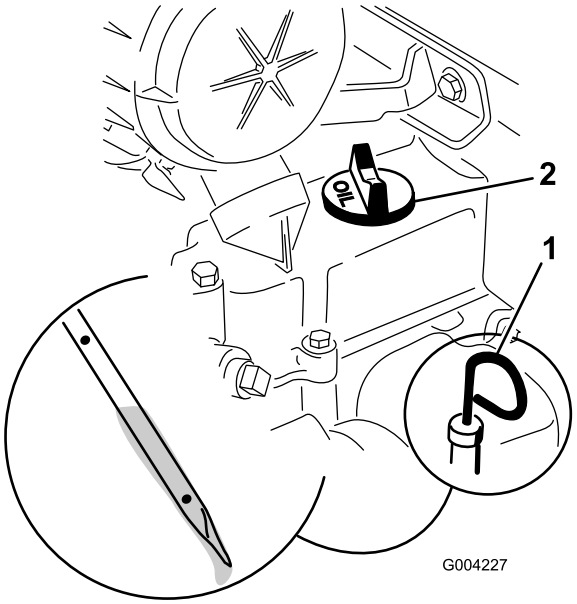

Rysunek 17
4. Wyczyść obszar wokół wskaźnika poziomu oleju (Rysunek 17).
5. Wyjmij wskaźnik poziomu oleju i wytrzyj metalową końcówkę (Rysunek 17).
6. Wsuń wskaźnik poziomu oleju do rurki wskaźnika (Rysunek 17).
8. Jeśli poziom oleju jest niski (poniżej dolnego otworu), oczyść okolice korka wlewu oleju i zdejmij korek (Rysunek 17).